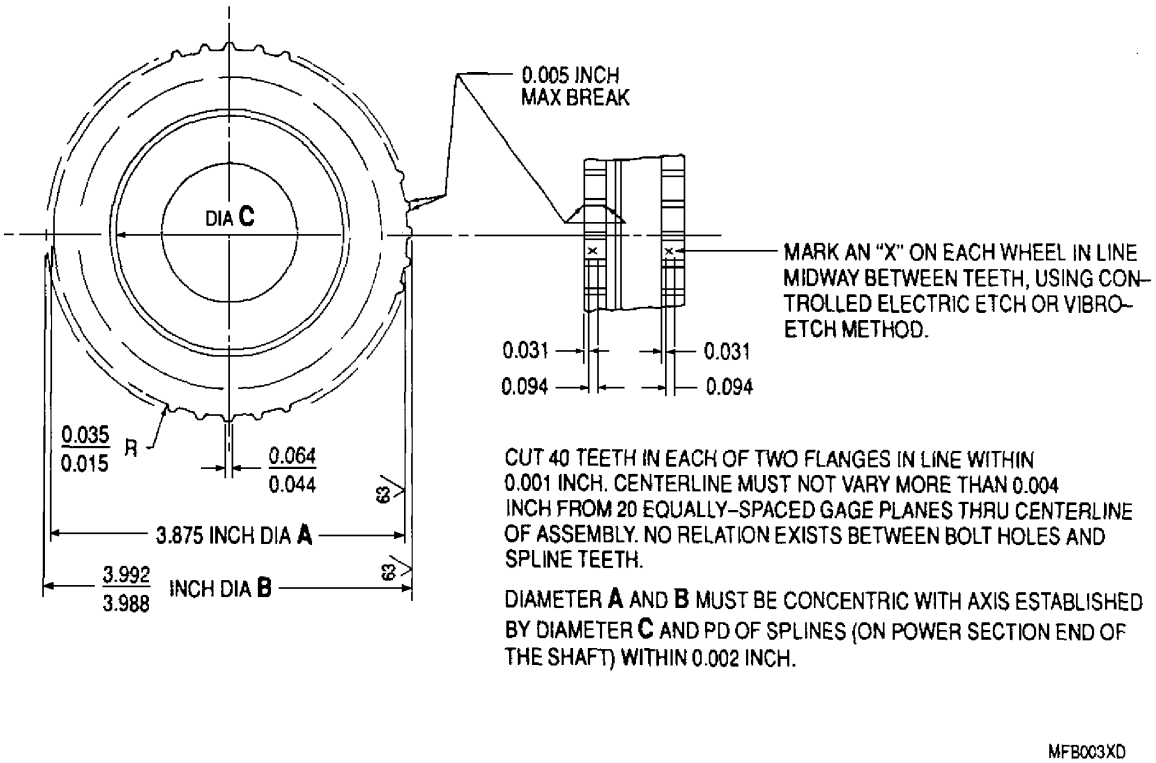

Figure 8. Torquemeter Shaft Exciter Teeth Cutting Limits
c. Use existing inner shaft exciter teeth to position and set parts. Grind or hob outer shaft teeth at blank end (figure 8).
d. Mark an X between two teeth on outer shaft, in line with inner shaft existing X mark (figure 8).
b. Use the existing outer shaft exciter teeth to position and set parts. Grind or hob inner shaft teeth in blank (figure 8).